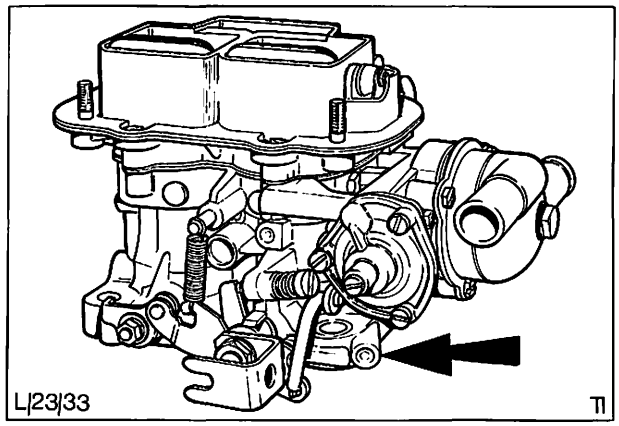

Abb. 54 Abdeckkappe – Gemischschraube eingebaut (fluchtet mit dem Gehäuse)
10. Ansauggeräuschdämpfer abbauen, Abdeckkappe am Gehäuse ansetzen und bis zum Anschlag eintreiben, Abb. 54.